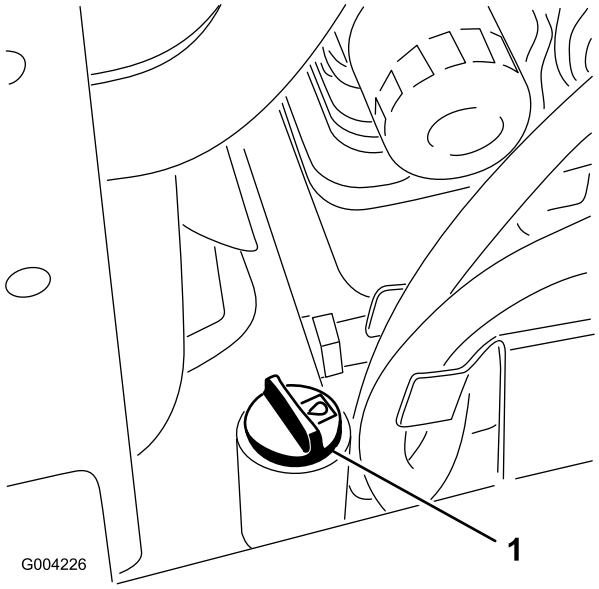

Figuur 18
5. Reinig de omgeving van de vulbuis van de hydraulische tank (Figuur 18).